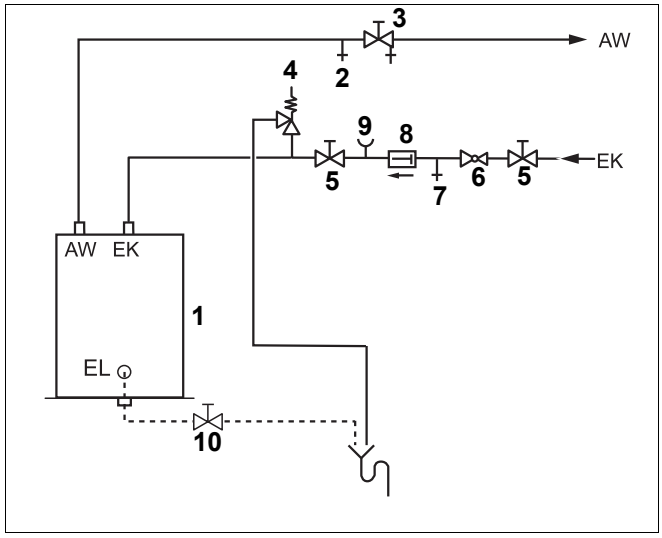

Рис. 11 Монтаж по DIN 1988 (принципиальная схема)
- Слейте воду из бака. Перекройте запорный вентиль входа холодной воды EK и откройте сливной кран EL рис. 11, стр. 13. Для продувки откройте вентиль продувки и выпуска воздуха или наиболее высоко расположенный водоразборный кран.